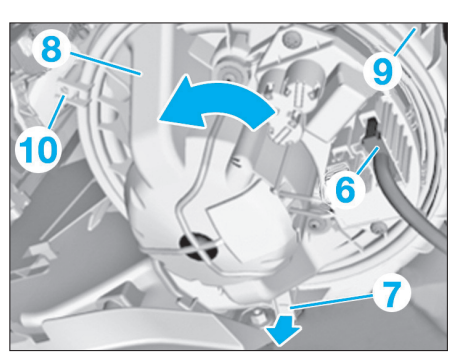

Fig. 41
• Déverrouiller et débrancher le connecteur (6) **(Fig.41)**.